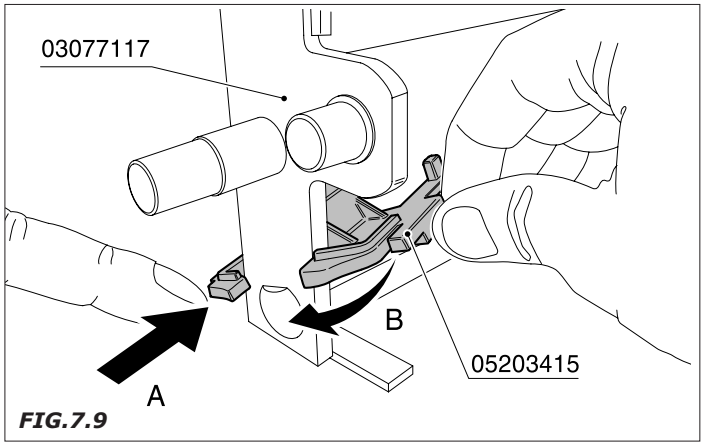

FIG.7.9
- Enganchen el detalle 05203415 (A) al árbol 03077117 y giren (B) para enganchar todo el conjunto *(Fig.7.9)*.